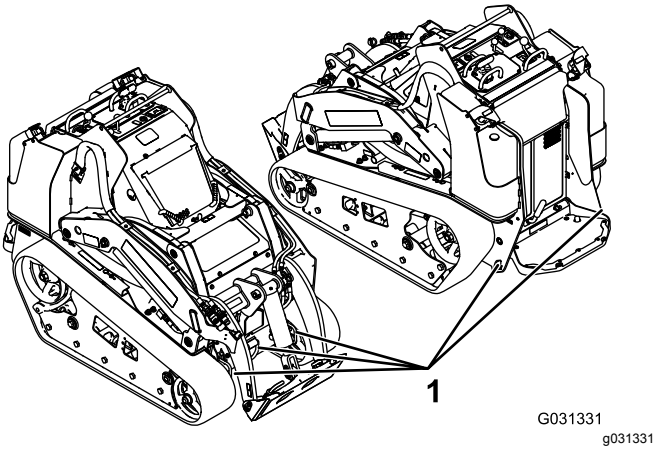

**Figuur 29**
8. Gebruik de metalen bindogen op de machine om de machine goed vast te maken aan de aanhanger of vrachtwagen. Gebruik hiervoor banden, kettingen, kabels of touwen (Figuur 29). Raadpleeg de lokale voorschriften inzake het vastbinden van de machine.
U kunt de machine tillen met behulp van de bindogen als hefpunten; zie Figuur 29.